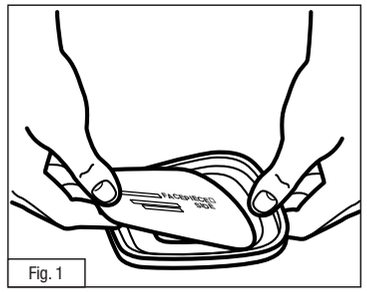

Fig. 1
1. Placer le filtre 5P71 (07194) dans le dispositif de retenue de filtre 501 (07054) de sorte que le côté imprimé du filtre soit sur le dessus (Fig. 1).
1. Coloque el Filtro 5P71 (07194) en el Soporte de filtro 501 (07054) de modo que el lado impreso del filtro quede mirando hacia arriba (Fig. 1).